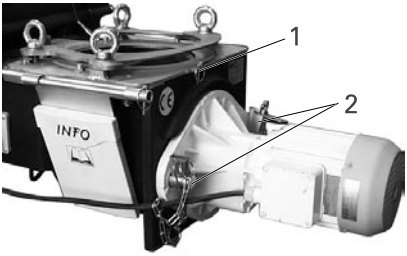

Abb. 8: Befestigung für Taumelmischanlage
- Befestigen Sie den Klappstecker an der Flanschplatte (s. Abb. 8, 1)